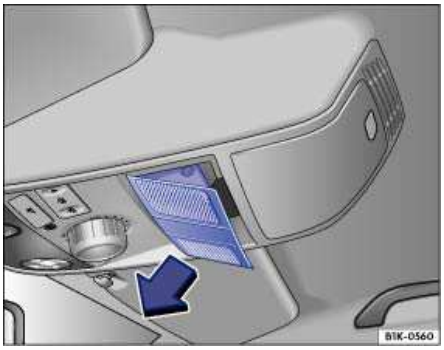

Fig. 164 In headliner: Removing cover.
1. Remove the cover in direction of the arrow ⇒ fig. 164.